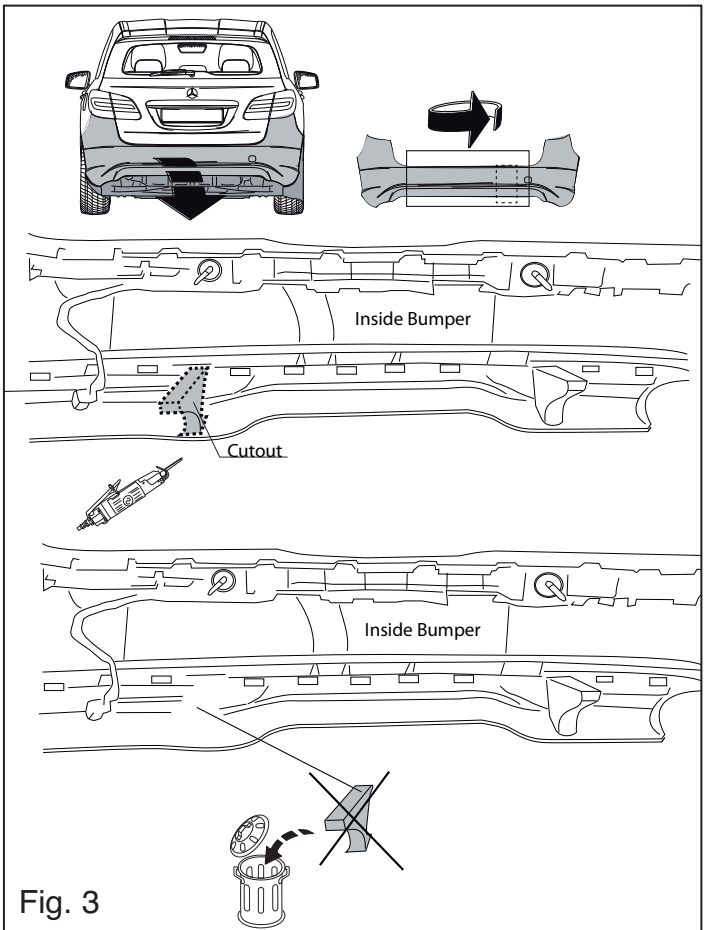

Fig. 3
9. Выпилить обозначенную часть, как указано на рис. 3.